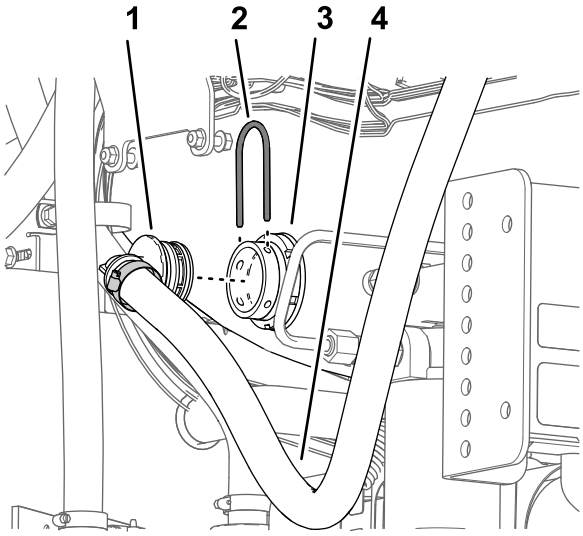

Figur 61
2. Fjern den store holderen som fester 90°-koblingen med mothaker på den nedre enden av omløpsslangen til skilleveggkoblingen på spredertanken (Figur 61).